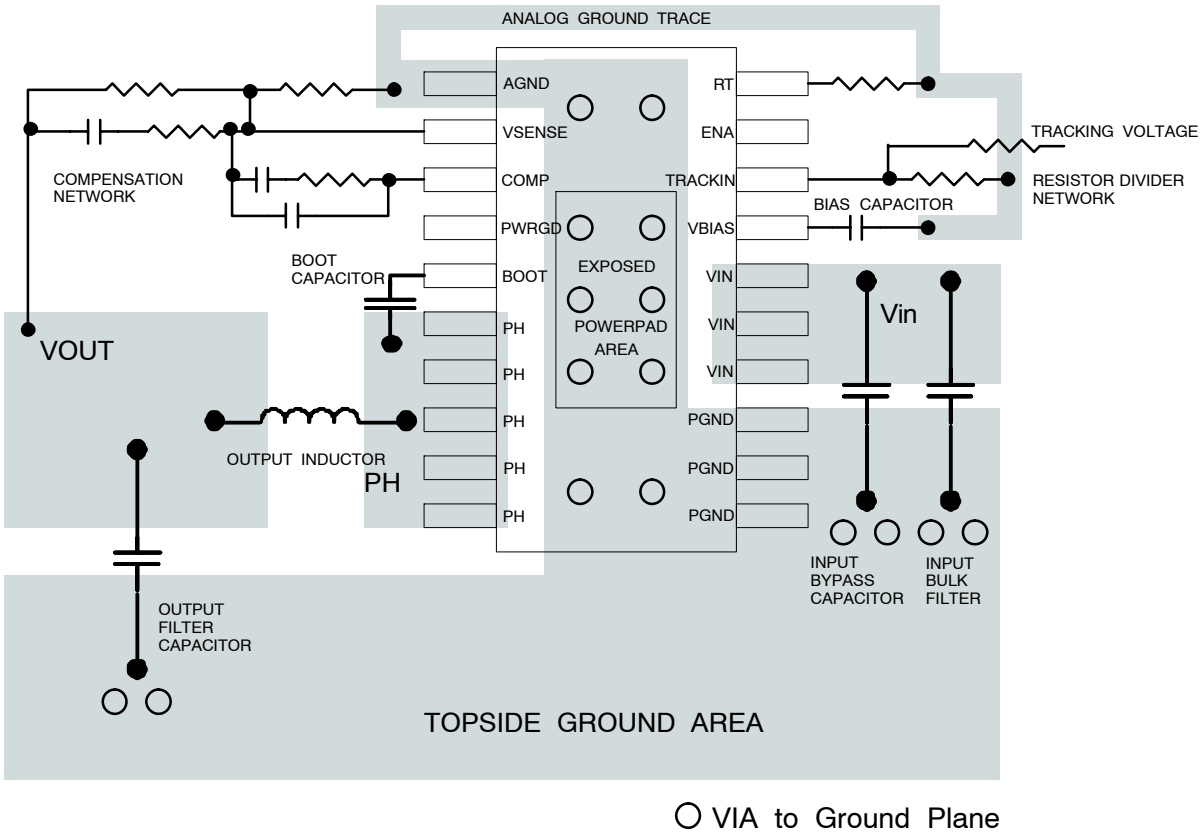

Figure 10. TPS54380 PCB Layout
(1) Specified by design
(2) Static resistive loads only
(3) Specified by the circuit used in Figure 10
(4) Matched MOSFETs low-side $r_{DS(on)}$ production tested, high-side $r_{DS(on)}$ specified by design
Figure 10 shows a generalized PCB layout guide for the TPS54380.